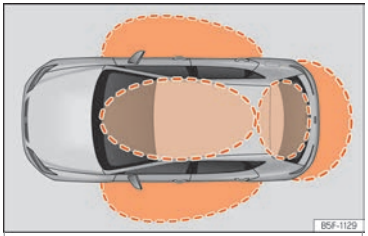

Fig. 143 Keyless Access locking and ignition system: In the proximity of the car.
Keyless Access is a key-free locking and ignition system to unlock and lock the vehicle without actively using its key. To do this, all that is required is to have a valid vehicle key in the detection area where you are attempting to access the vehicle ››› Fig. 143 and to touch one of the sensor surfaces on the door handles ››› Fig. 144 ››› ❶.
If a valid key is in the proximity of the car ››› Fig. 143, the Keyless Access locking and starting system gives the key entry as soon as one of the sensor surfaces on the front door handles is touched. The following features are then available without having to use the vehicle key actively:
When the vehicle is locked, the rear lid automatically unlocks on opening if there is a valid vehicle key in the proximity ››› Fig. 143.